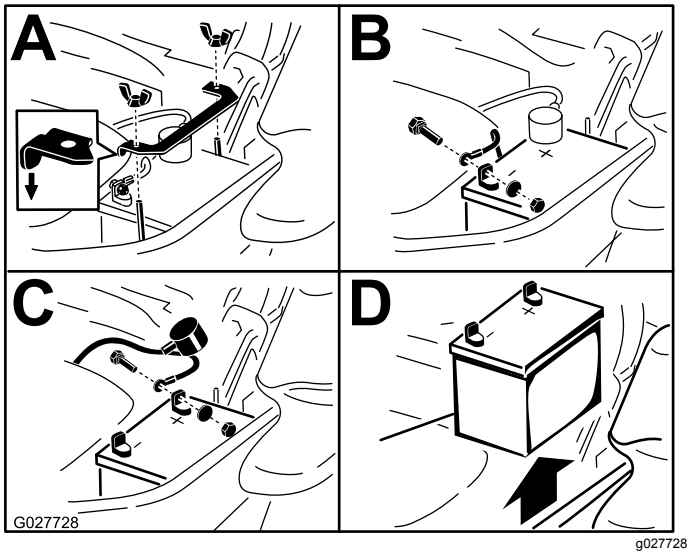

Bild 51
3. Klemmen Sie zunächst das Minuskabel vom Minuspol (–) der Batterie ab (Bild 51).
4. Schieben Sie die rote Polkappe vom Pluspol (rot) der Batterie ab, und klemmen Sie das Pluskabel (+) (rot) ab (Bild 51).
5. Nehmen Sie die Flügelmutter ab, mit denen die Batterieklemme befestigt ist (Bild 51).
6. Nehmen Sie die Klemme ab (Bild 51).
7. Entfernen Sie die Batterie (Bild 51).
1. Legen Sie die Batterie in den Ständer, sodass die Klemmen auf der anderen Seite des Hydraulikbehälters sind (Bild 51).
4. Befestigen Sie die Kabel mit zwei Schrauben, 2 Scheiben und 2 Sicherungsmuttern (Bild 51).
6. Setzen Sie die Klemme auf und befestigen Sie sie mit der Flügelmutter (Bild 51).